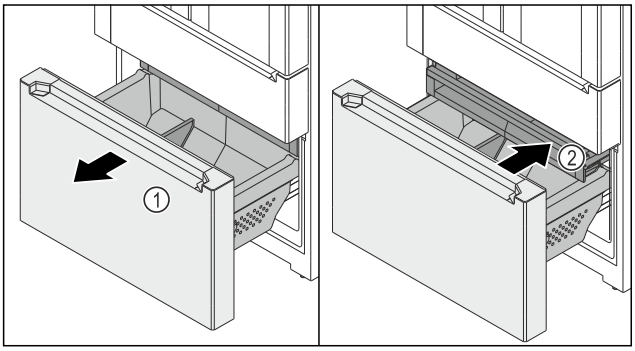

*Fig. 151*
- ▶ Extraiga el carro extraíble *Fig. 151 (1)* hasta el tope.
- ▷ El cajón *Fig. 151 (2)* se extrae automáticamente.
- ▶ Introduzca el cajón *Fig. 151 (2)*.